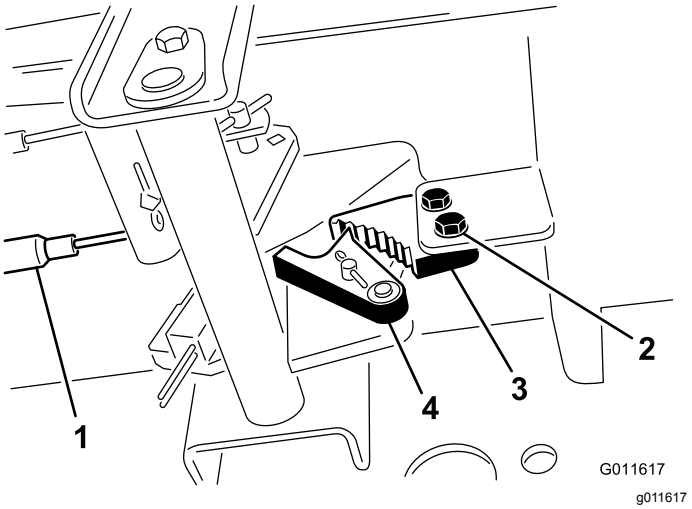

Figur 70
1. Løsne de to skruene som fester parkeringsbremsespaken til rammen (Figur 70).
2. Trykk parkeringsbremsepedalen fremover til bremsesperrehaken aktiveres fullstendig på bremsesperren (Figur 70).